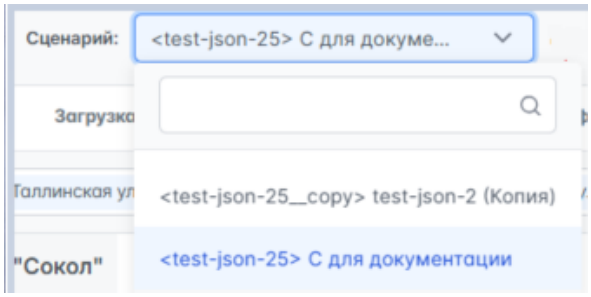

Рисунок 219 – Выбор сценария
2. Выбрать сценарий расписания. Для выбора сценария необходимо нажать на ⌄ в соответствующем поле, откроется список доступных сценариев (рисунок 219), далее нажать на название требуемого. Выбранный сценарий во всплывающем списке при повторном нажатии на ⌄ будет выделен синим цветом. При выборе сценария доступен поиск по названию. Для выполнения поиска необходимо ввести искомое в поле поиска – 🔍. Сценарии, удовлетворяющие условиям поиска, автоматически отобразятся в списке. Поиск не чувствителен к регистру.